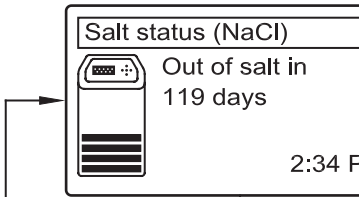

FIG. 93
1. Press the remote's LEFT (◂) or RIGHT (▸) buttons to manually advance to the status screen for the device to remove. The device name will show in the header. (See Figure 93).